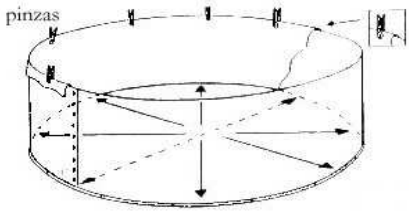

fig. 24
b) Localizar y situar la soldadura del lateral (SL) de forma que quede perfectamente recta y perpendicular al suelo, esto le orientará para colocar el lateral sin arrugas. Levante el lateral del liner, cubra los bordes de arriba de la piscina y sujételo con pinzas (fig. 24). Quite el exceso de liner, tirando suavemente del mismo hacia fuera, evite los tirones fuertes